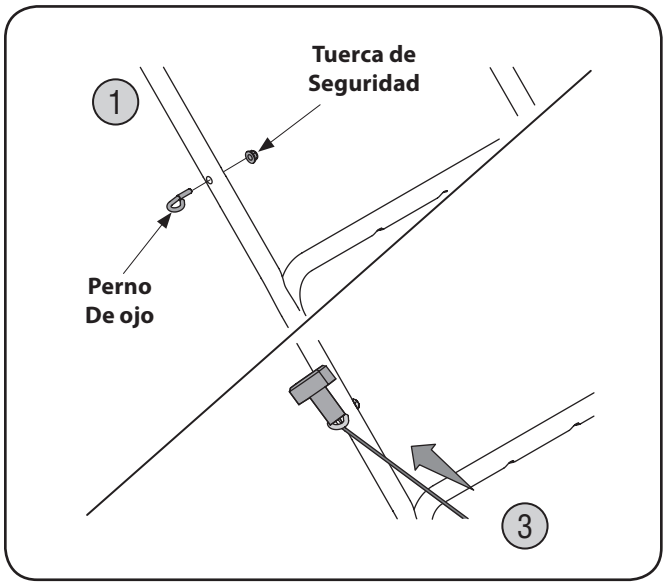

Figure 3-10
1. Coloque el perno de ojo en la manija superior y enrosque la tuerca de seguridad sin apretar para fijarlo. NO apriete. Vea Figure 3-10.
3. Enganche la cuerda a través del perno de ojo. Vea Figure 3-10.